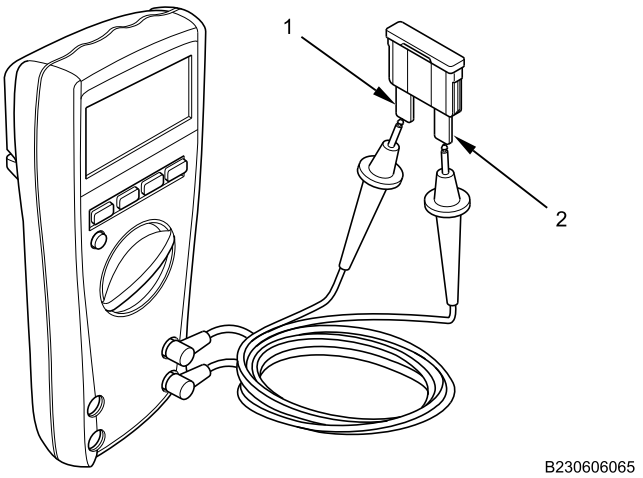

Figure 4. Testing for Faulty Fuse
1. Using multimeter, measure resistance between ECM fuse terminals (Figure 4, Item 1 and 2). If multimeter reads OL, replace fuse.